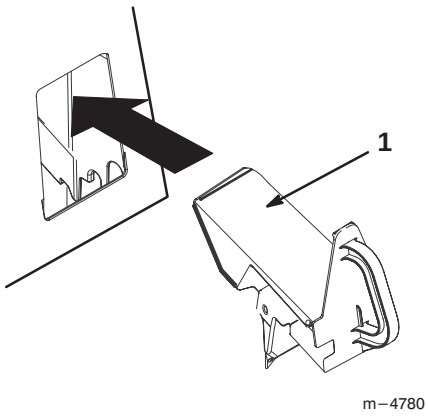

Figuur 19
4. Schuif de fijnmaakafsluiter in de opening, zoals getoond in figuur 19.